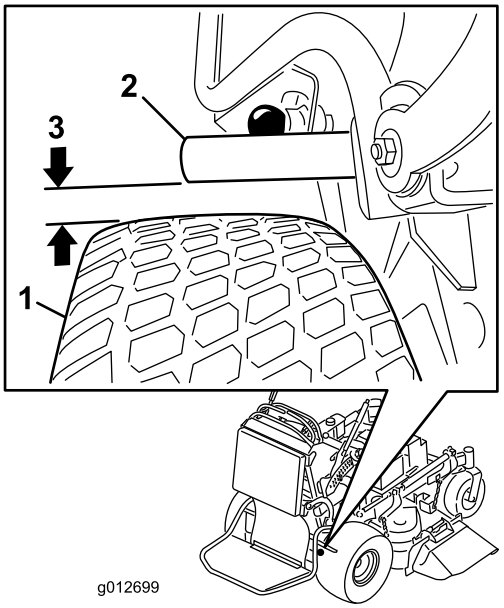

Figur 61
4. Mål afstanden mellem bremsebøjlen og dækket, mens bremsen er deaktiveret. Afstanden skal være på mellem 5 og 8 mm (Figur 61). Se Justering af parkeringsbremsen, når den skal justeres.
5. Juster gaflen. Afstanden mellem bremsebøjlen og dækket skal være mellem 5 og 8 mm. Drej gaflen op for at stramme bremsen. Drej gaflen ned for at løsne bremsen (Figur 61).